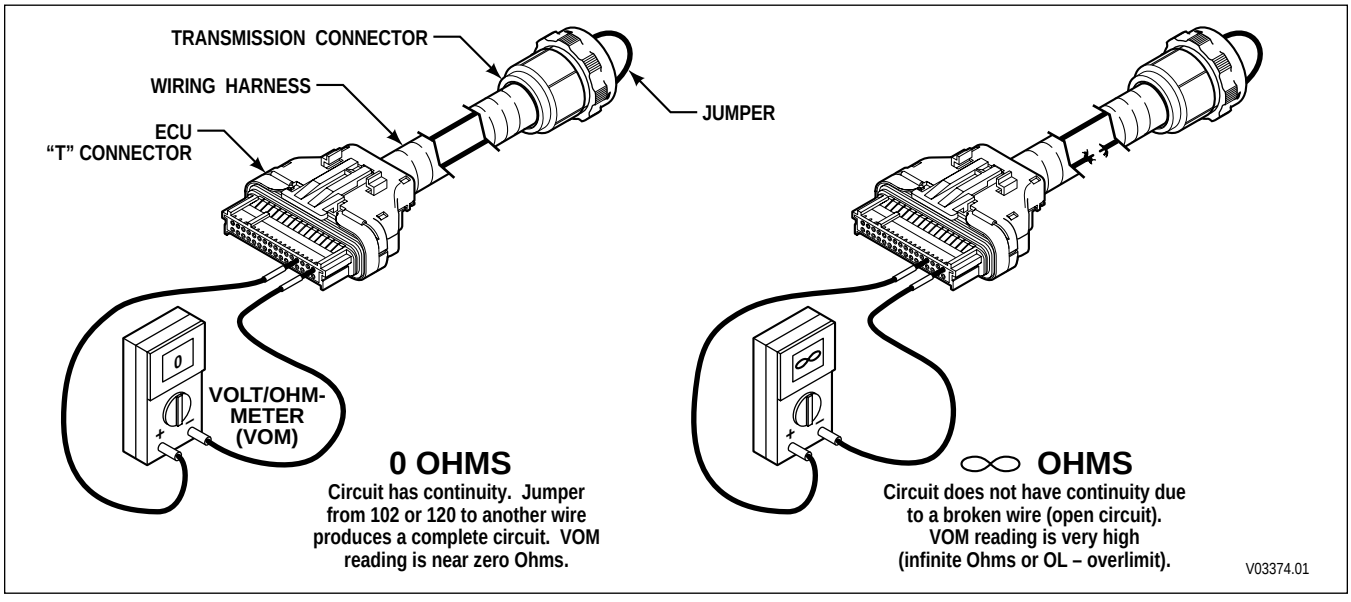

Figure 4–1. Open Circuit
a. Check continuity of wires 102-T1 and 120-T4 by performing the following (refer to Figure 4–1):
(1) Disconnect the blue "T" connector from the ECU and disconnect the harness from the transmission main connector. At one end of the harness, using jumper wire kit J 39197 and connector probes in J 39775-CP, connect wire 102-T1 and 120-T4 to each other, being careful not to distort the terminals. Jumping the wires together creates a circuit between wires 102-T1 and 120-T4.